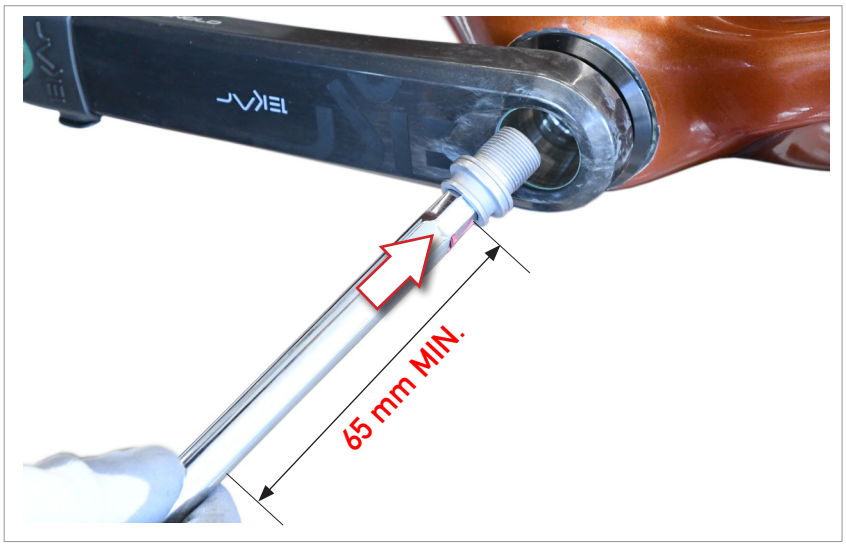

Fig.4
• À l'aide de l'ustensile Campagnolo® UT-BB110 ou d'un embout hexagonal approprié de 10 mm d'une longueur d'au moins 65 mm, insérez la vis de fixation (Fig. 4) dans le demi-axe de la manivelle gauche jusqu'à traverser le trou à l'extrémité interne du demi-axe même et à engager le filet du demi-axe de la manivelle droite.